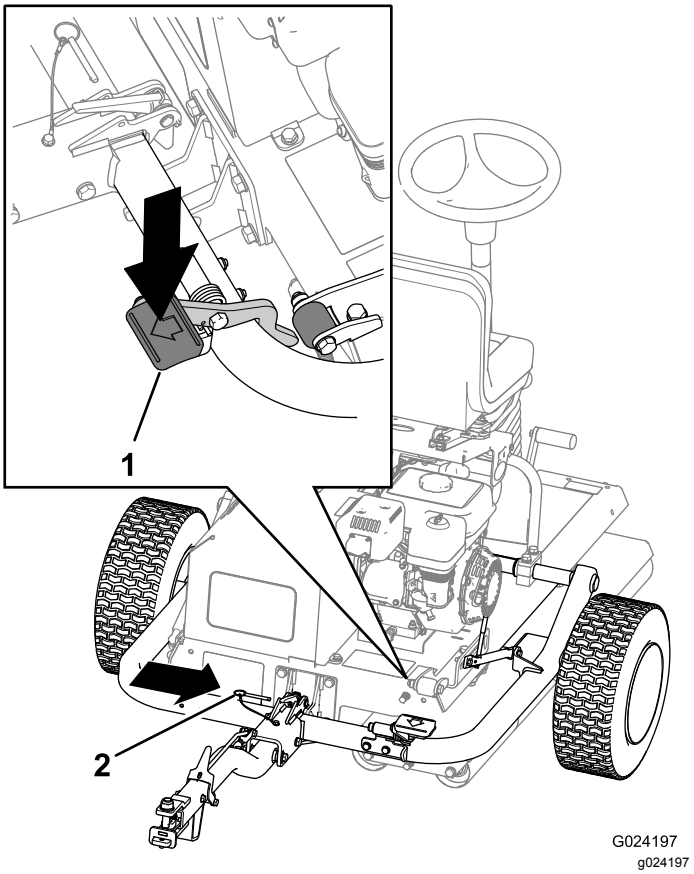

Figuur 26
C. Trap het pedaal van de trekhaak in totdat de trekhaak op zijn plaats klikt (Figuur 26).
D. Breng de borgpen aan (Figuur 26).